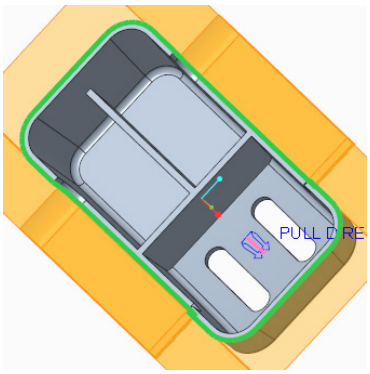

Figure 16-34 *Edges to be selected*
3. Now, press the CTRL key and select all the edges of the bottom face which are highlighted in green color in the **Chain** collector in the drawing area, refer to Figure 16-34. Next, choose the **Extensions** tab of the **Extend Curve** dashboard; the **Extensions** slide-down panel is displayed.